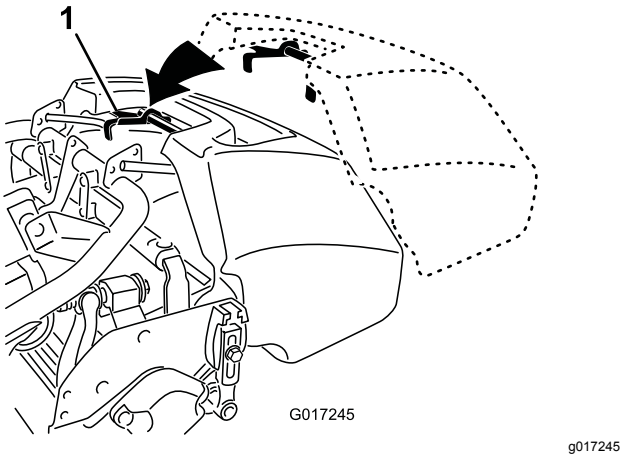

Figur 21
2. Led korgens kant mellan klippenhetens sidoplåtar och över den främre rullen (Figur 21).
3. Montera gräskorgskrokarna över ramens ögla (Figur 21).